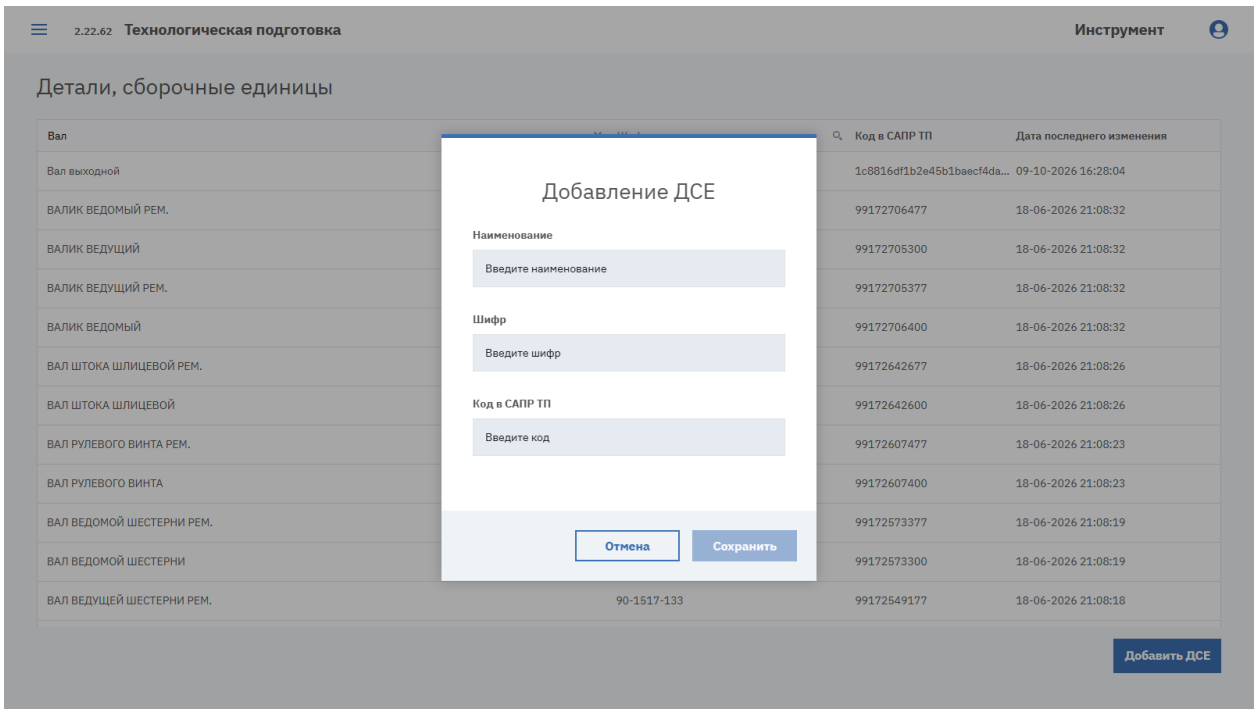

Рисунок 126. Окно «Добавление ДСЕ»
1. Нажмите кнопку «Добавить ДСЕ». Откроется окно «Добавление ДСЕ» (см. Рисунок 126).